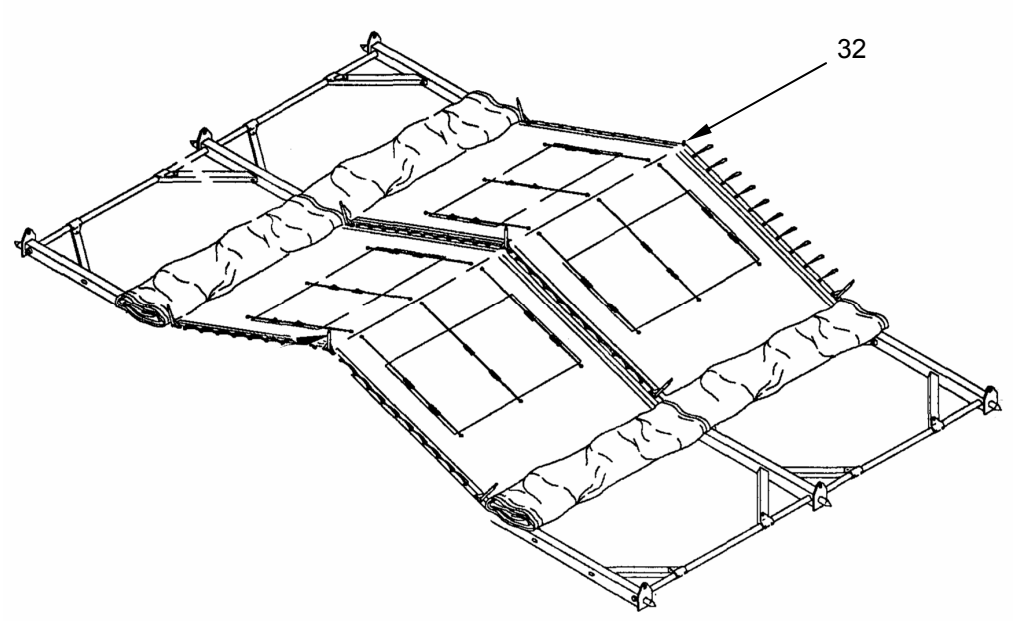

Figure 19. Place Large Spindle Grommet.
2. Place large spindle grommet located at peak of end section over ridge spindle **(Figure 19, Item 32)** opposite container.